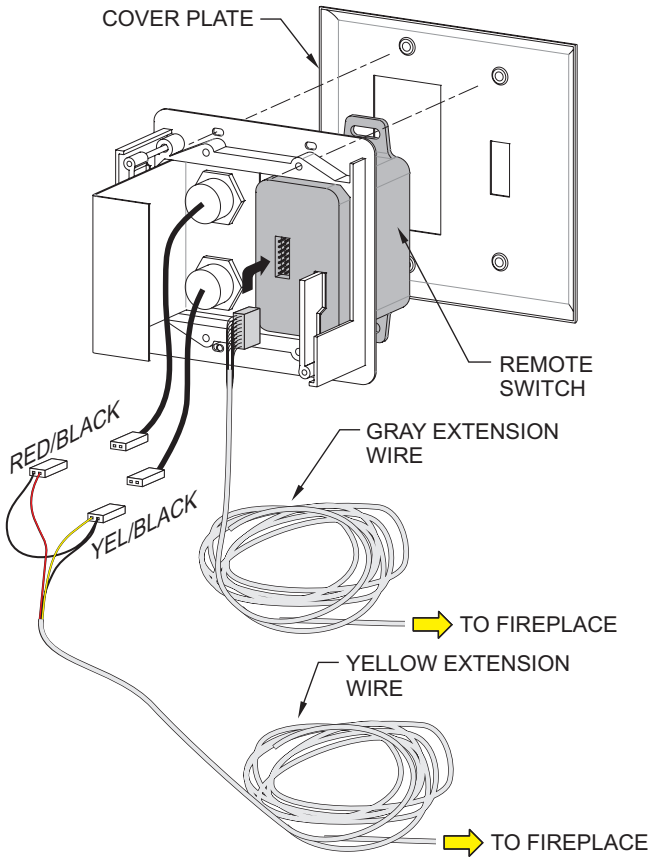

Figure 46
9. Route the yellow LED wire harness, grey remote receiver harness,and red/black battery backup harness through the bushings to the wall mount controls and connect. **See Figure 46.**